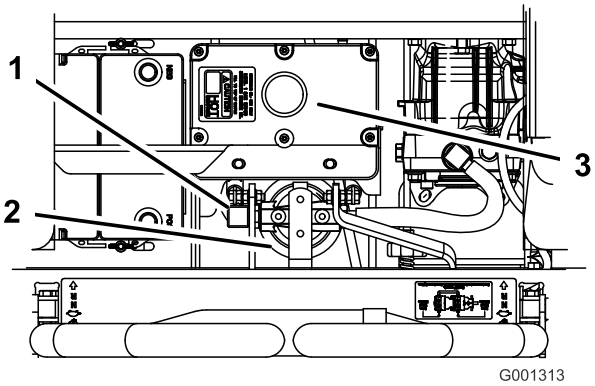

Figur 74
4. Ta bort den högra hydraulledningen som går ner i adaptern (Figur 74).
6. Montera den högra hydraulledningen på adaptern (Figur 74).